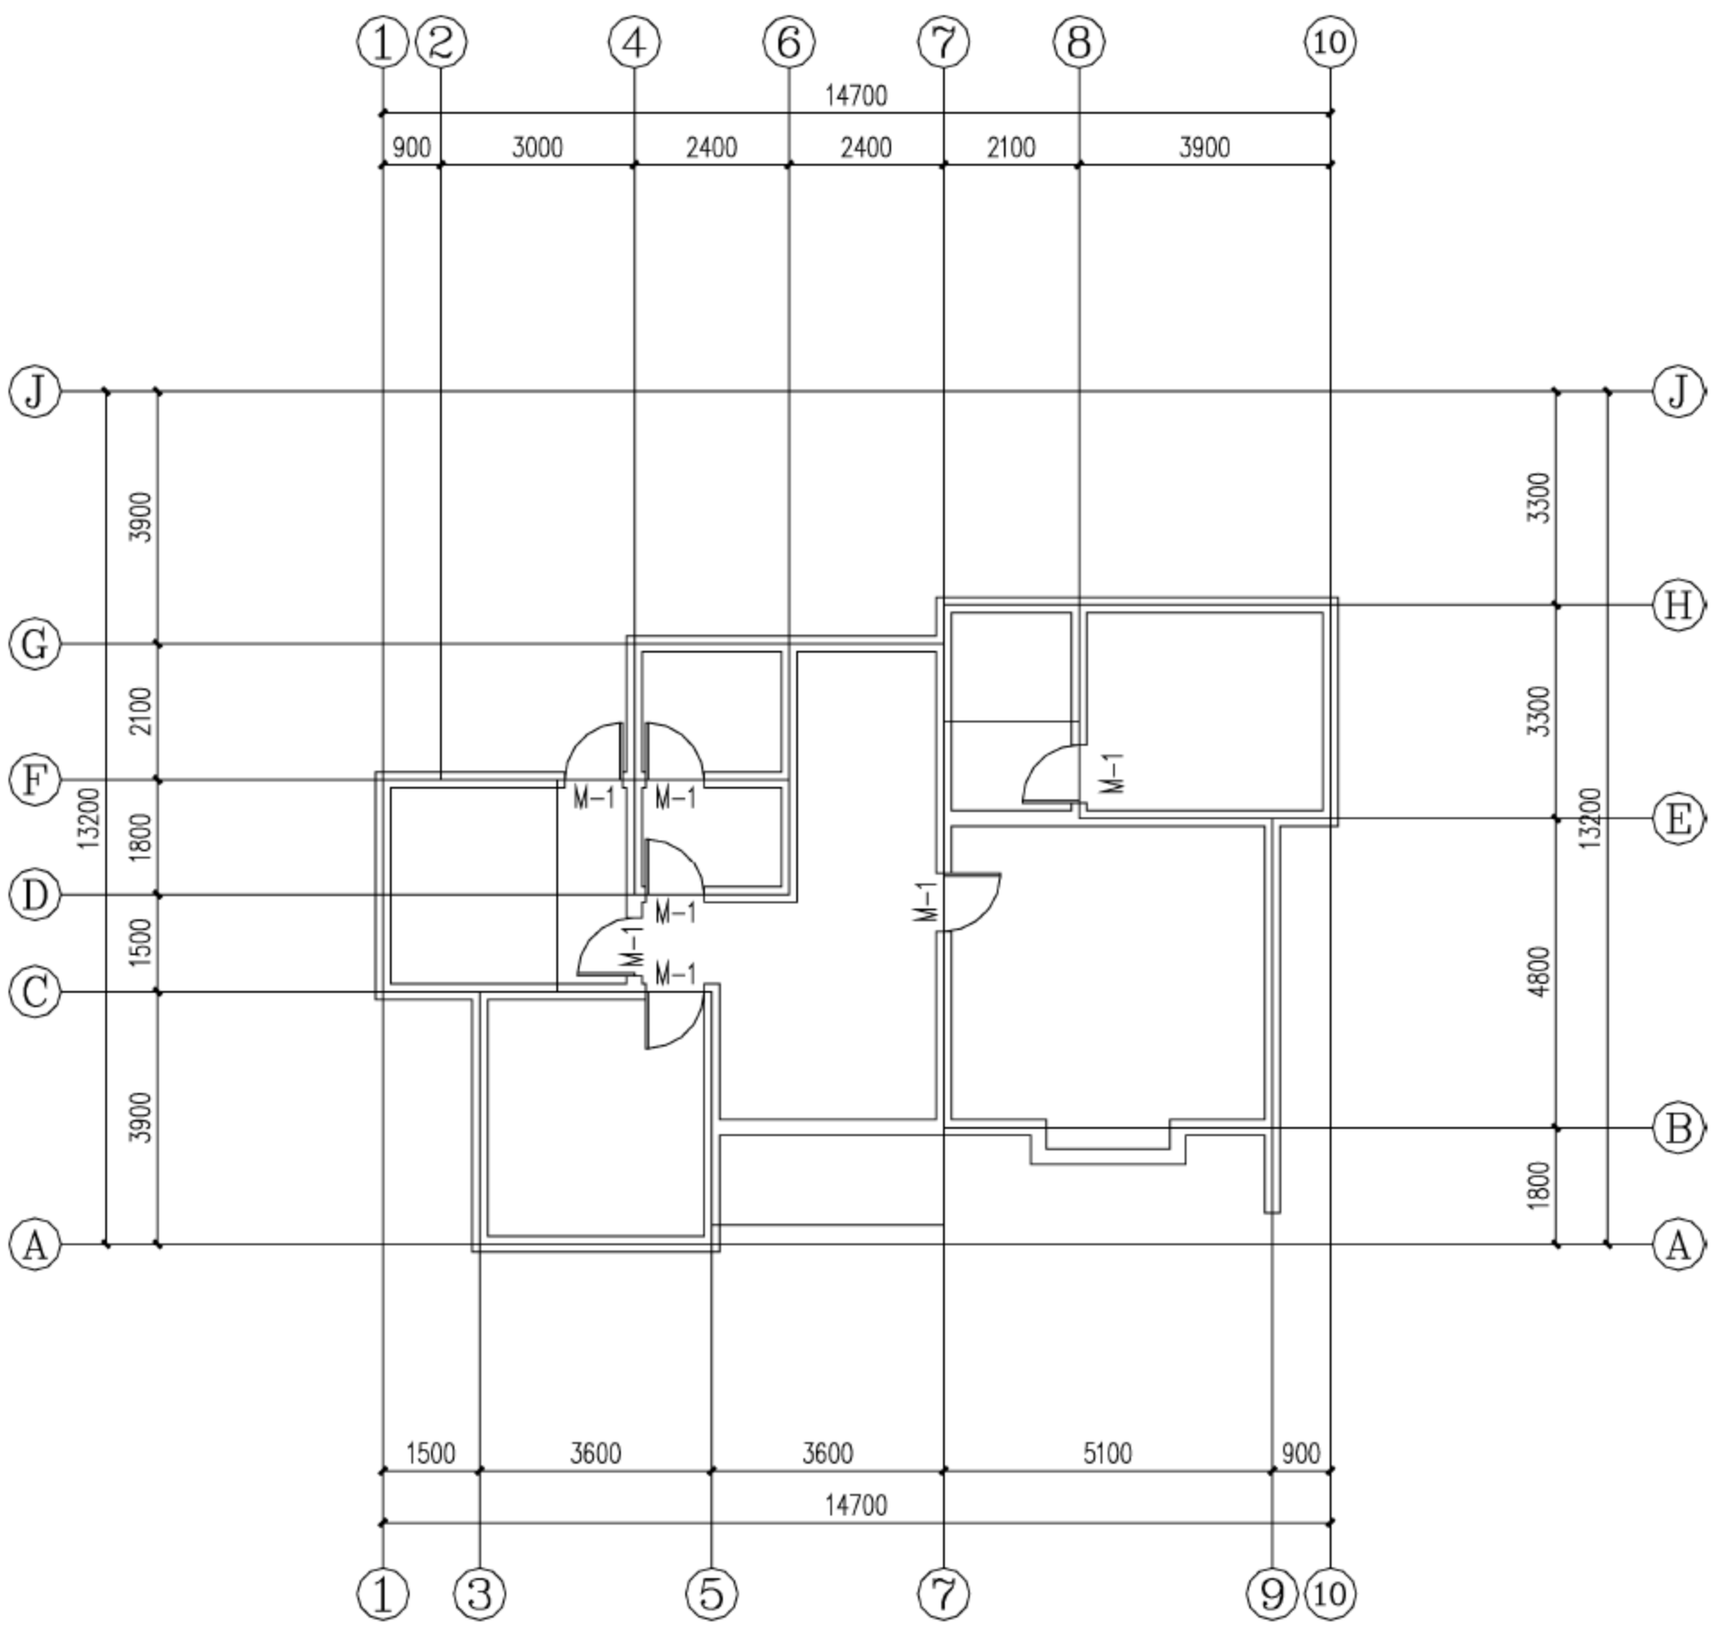

图 18-70　插入 M-1
(2) 单击绘图区域，选择建筑物需要设置 M-1 的位置，形成如图 18-70 所示的插入 M-1 的形式。